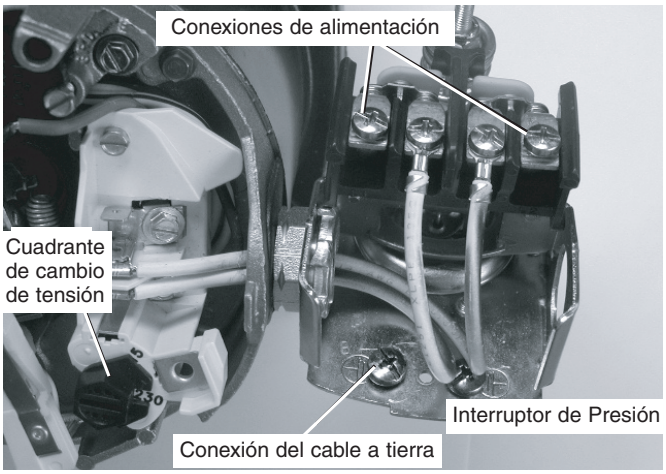

Figura 14: Tensión configurada para 230 voltios, tipo cuadrante.
3. Conecte los conductores de alimentación a los dos tornillos exteriores en el manóstato según se ilustra en el Figura 14.
4. Conecte el cable a tierra a una de las conexiones a tierra según se ilustra en la Figura 14.
1. Conecte el alambre de puesta a tierra primero según se ilustra en la Figura 14. El alambre de puesta a tierra debe ser un alambre de cobre sólido por lo menos tan grande como los alambres de suministro de corriente.
4. Conecte los alambres de suministro de corriente al conmutador de presión según se ilustra en la Figura 14.